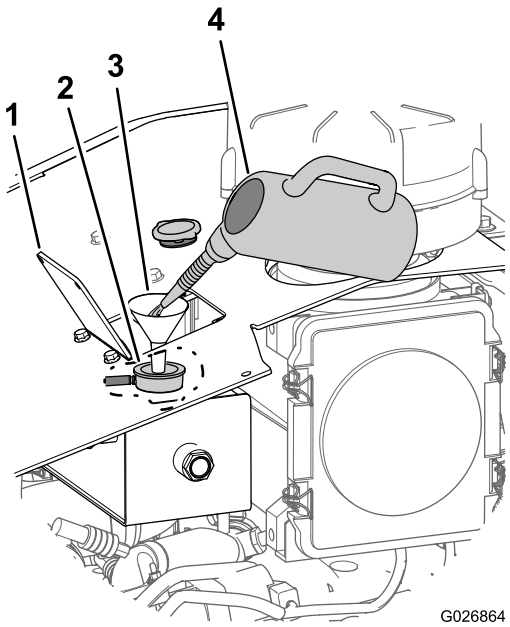

Figure 101
B. Add a cooling system cleaning solution to the to the cooling system through the filler neck of the recovery tank (Figure 101).